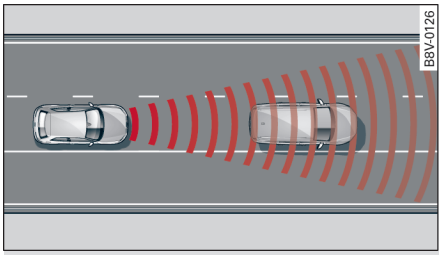

图 115 识别区域
– 只能识别位于感应器识别区域内的物体 ⇨ *89 页，图 115*。